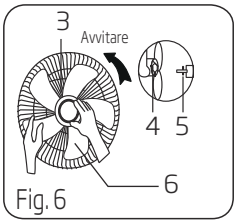

Fig. 6
2. Inserire la ventola sull'asta e accertarsi che il perno dell'asta del rotore combaci con la scanalatura della ventola. Ruotare il fermo in senso antiorario per avvitare la ventola. (Fig. 6)